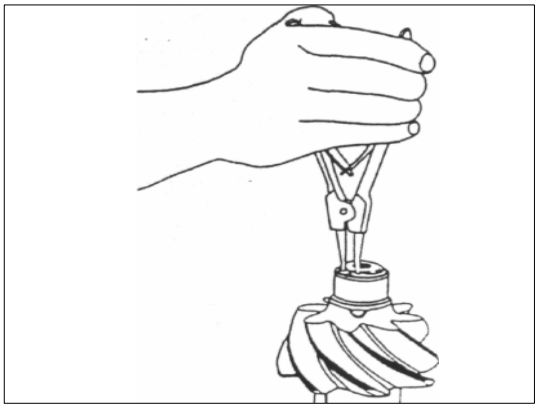

РИС. 325
5) Снимите стопорное кольцо и снимите наружное кольцо роликового подшипника (см. рис.325).